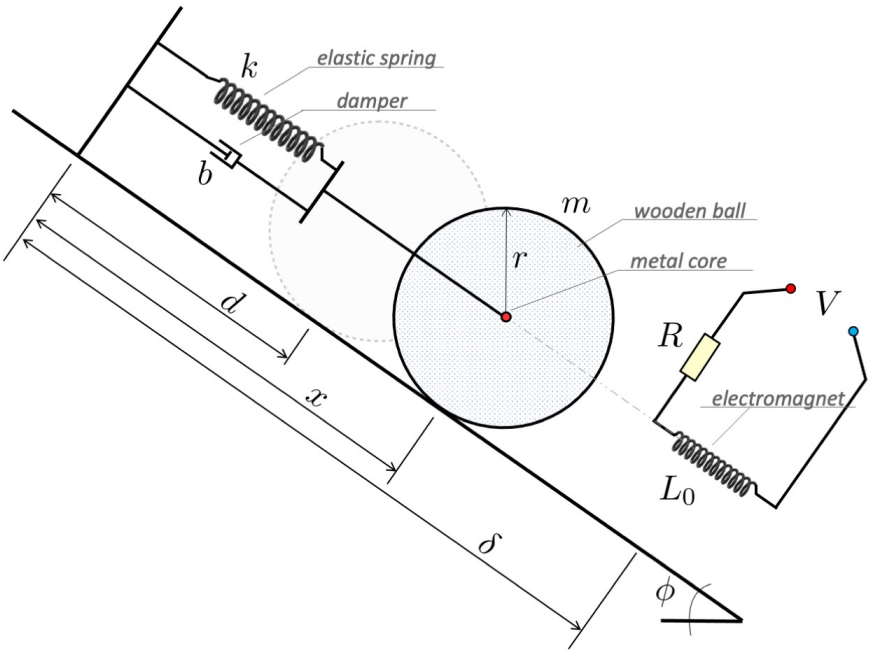

Figure 1. System of a wooden ball on an inclined plane. The ball can be attracted downwards by an electromagnet, which is controlled by the voltage V.
1.1. **System.** Consider the system shown in Figure 1.
A wooden ball of total mass m and radius r is placed on an inclined plane, which is at an angle ϕ with respect to the horizontal plane as shown in Figure 1. The ball can roll on the inclined plane without sliding. The ball is connected to an elastic spring of stiffness k and a linear damper with viscous damping coefficient b. Let x denote the distance of the centre of the ball from the wall. When $x = d$, the spring is at its natural length and no restoring force is applied. The ball is considered to be approximately isotropic.
At the centre of the ball there is a metal core of very small radius which can be attracted by an electromagnet (which is essentially an inductor). The centre of the electromagnet is positioned at $x = \delta > d$. This inductor is connected in series with an Ohmic resistor of resistance R and a voltage V is applied to the circuit as shown in Figure 1. The nominal inductance of the inductor is L_0; however, as the ball approaches at a distance y from the centre of the inductor, its inductance increases and is given by